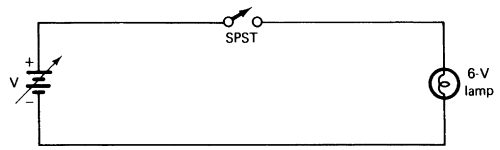

FIGURE 3-5A Simple 6 V lamp circuit.
1. Construct the circuit shown in Fig. 3-5A.
3. Connect the multimeter to the circuit illustrated in Fig. 3-5A. Close the SPST switch and measure and record the current. _____ mA, or _____ A.
4. Open the SPST switch, disconnect the multimeter, and restore the circuit to its original state, illustrated in Fig. 3-5A.